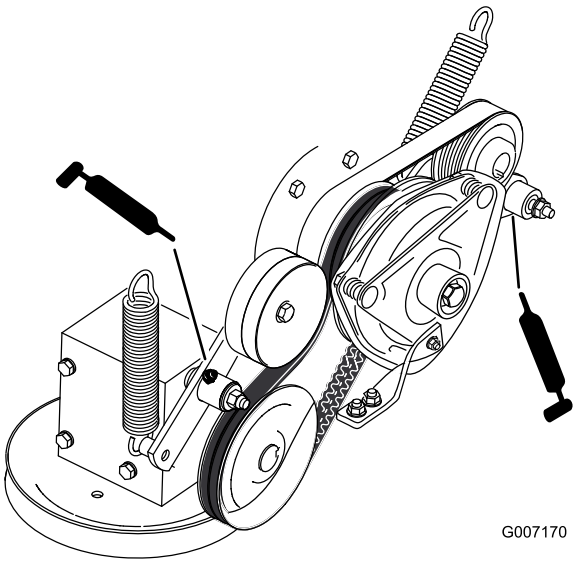

Figuur 41
9. Smeer de arm van de spanpoelie van de aandrijfriem van de aftakas (Figuur 41).
10. Smeer de arm van de riemspanpoelie van de pomp (Figuur 41).